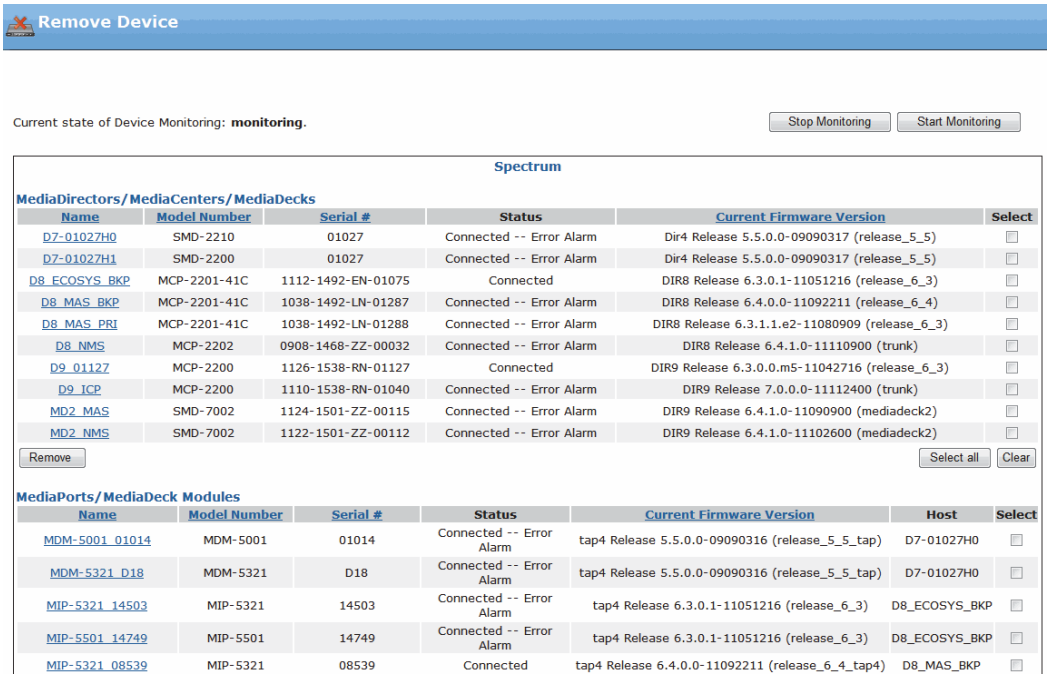

Figure 11–1: Remove Device
2. In the left-hand column, click the **Remove Device** icon to display the **Remove Devices** page (*Figure 11–1*).